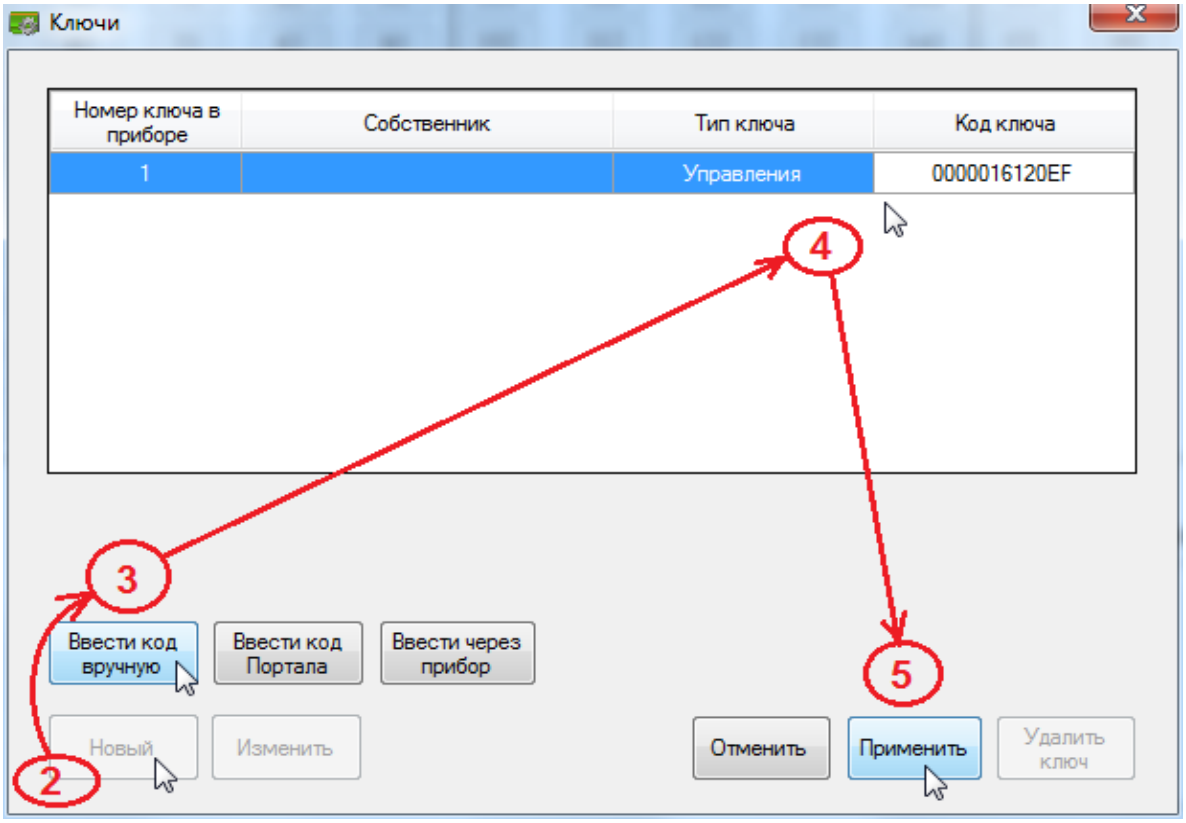

Рис. 22. Диалоговое окно процедуры добавления ключей с вводом кодов вручную
2) в появившемся диалоговом окне «Ключи» нажмите кнопку «Новый» (рис. 22, шаг 2) и затем кнопку «Ввести код вручную» (Рис. 22, шаг 3);
3) в поле «Код ключа» и задайте код добавляемого ключа из 12 символов (Рис. 22, шаг 4);
4) нажмите кнопку «Применить» (Рис. 22, шаг 5);